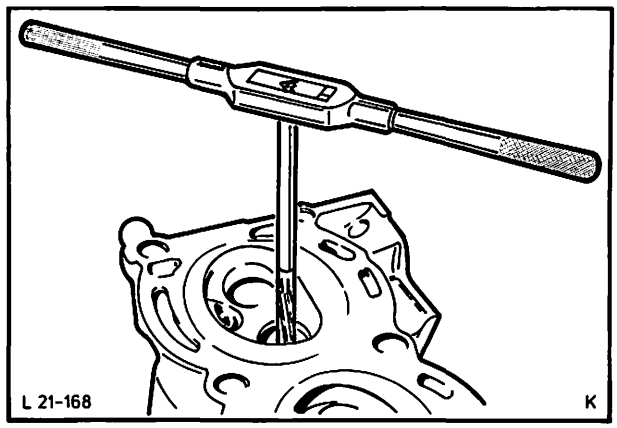

Abb. 243 Ventilführung aufreiben, „C"-Motor
2. Ventilführung mit Spezialwerkzeug von der Ventilsitzseite her aufreiben, Abb. 243.